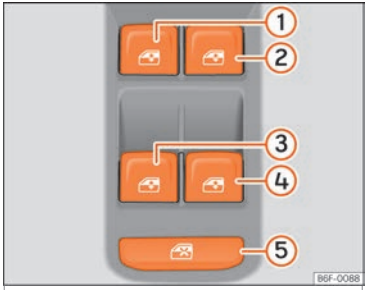

Abb. 98 Ausschnitt aus der Fahrertür: Schalter für die Fenster.
Mit dem Sicherheitsschalter ››› **Abb. 98** (5) in der Fahrertür können die Fensterheber-Tasten in den hinteren Türen außer Funktion gesetzt werden.